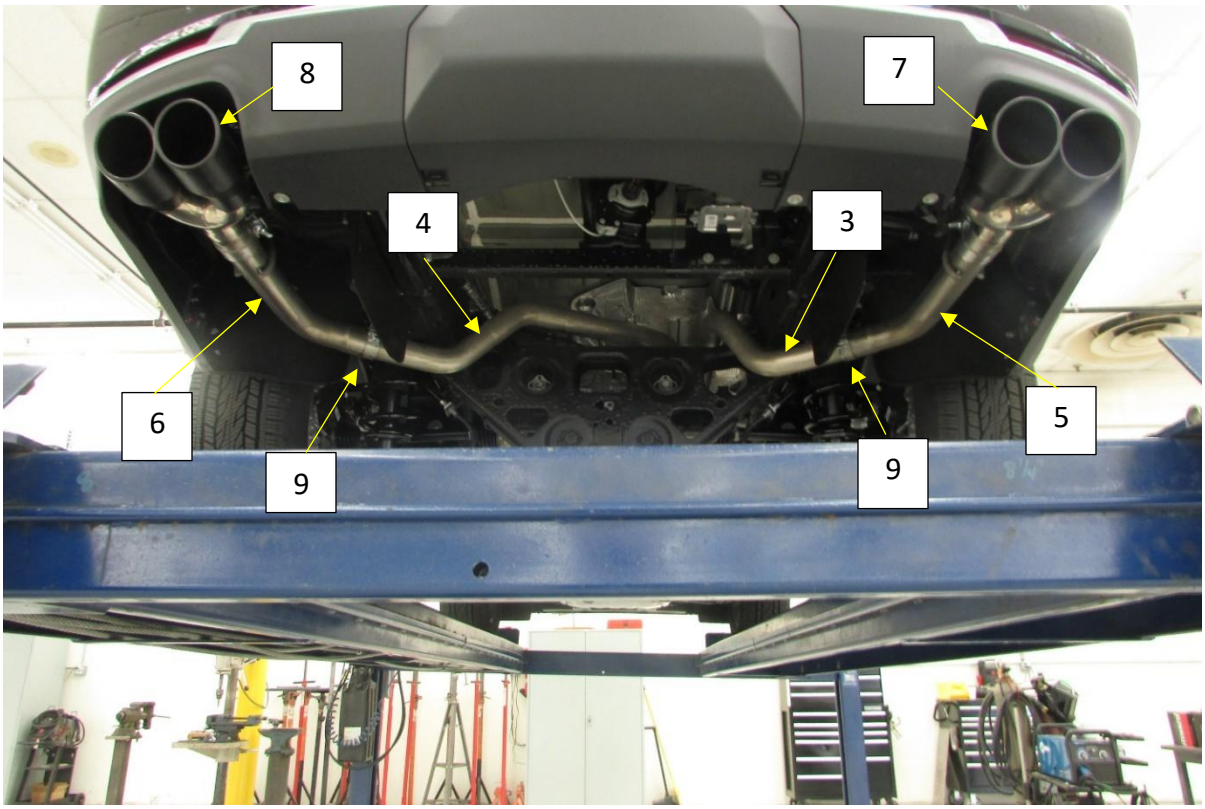

Figure. 7
9. Install the left muffler outlet pipe **(4)** from the muffler side, over the axle and across to the left side frame rail. **Fig.7**
10. Install the Right muffler outlet pipe **(3)** from the muffler side, over the axle and across to the right-side frame rail. **Fig.7**